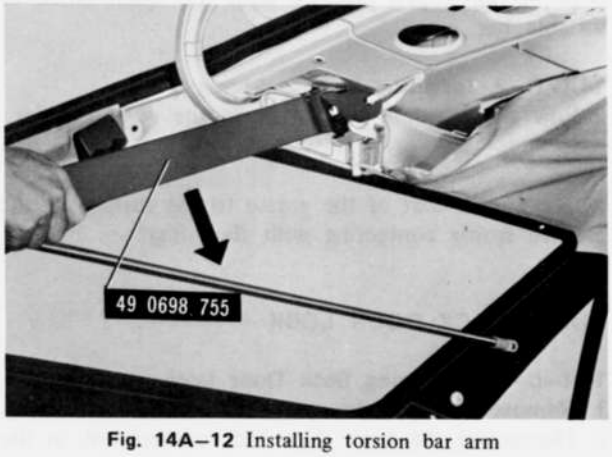

Fig. 14A–12 Installing torsion bar arm
7. Install the **torsion bar arm** (49 0698 755) to the left side balance spring as shown in Fig. 14A–12.